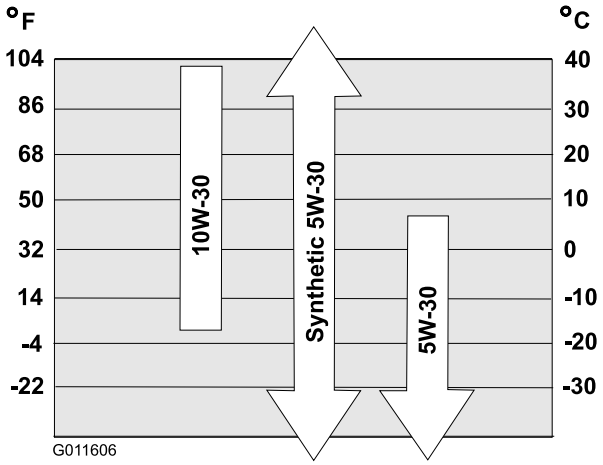

**Rysunek 6**
Wykorzystaj Rysunek 6, aby wybrać najlepszą lepkość oleju dla spodziewanego zakresu temperatur na zewnątrz:
2. Wyczyść obszar wokół korka wlewu oleju (Rysunek 6).